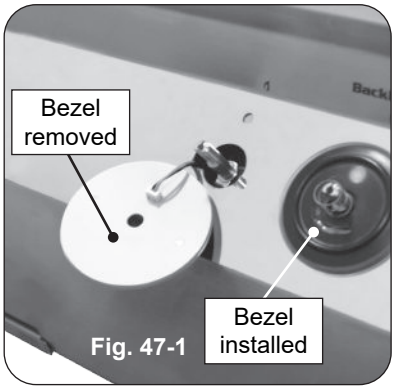

Fig. 47-1
4. Slowly lift the lighted bezels to clear the valve stems, and let rest as shown in Fig. 47-1.